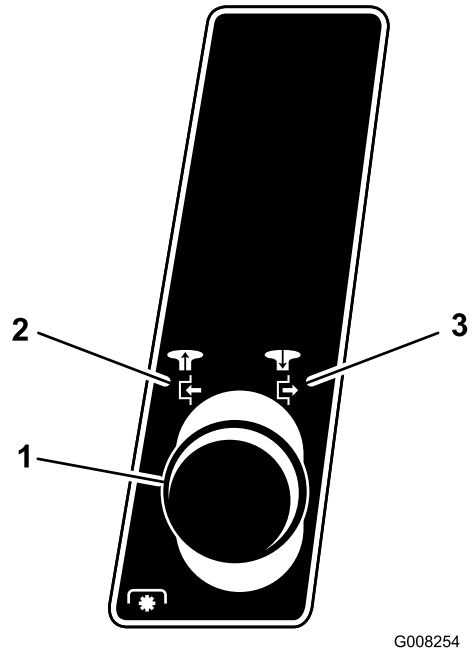

Figuur 6
2. Trek de maaimes-knop uit in de ingeschakelde positie (Figuur 6).
2. Druk de maaimesknop in om uit te schakelen (Figuur 6).